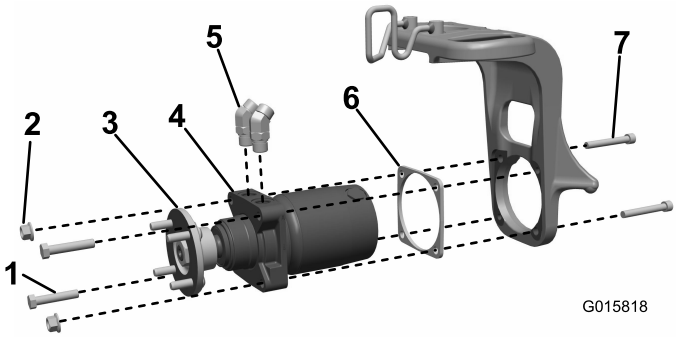

図 3
1. ホイールモータに 45 度フィッティングを取り付け、このフィッティングを図 3のように向ける。フィッティングはまだ本締めしないこと。
- **キャスターフォークにホイールモーターアセンブリを取り付けるための2つのネジ穴と2つの貫通穴があるマシンの場合** ホイールモーターアセンブリとシムプレートをキャスターフォークに取り付けモーターとキャスターフォークの間にシムを置く、ソケットヘッドボルト1/2 x 3-3/4”2本と、ボルト1/2 x 2-1/2”) 2個、およびロックナット2個で固定する。 ()。図 3